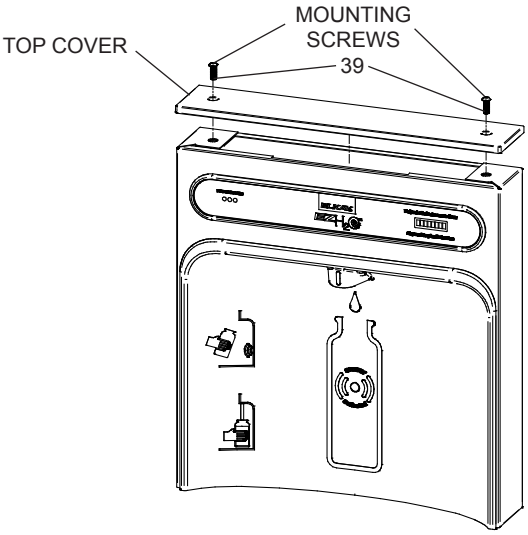
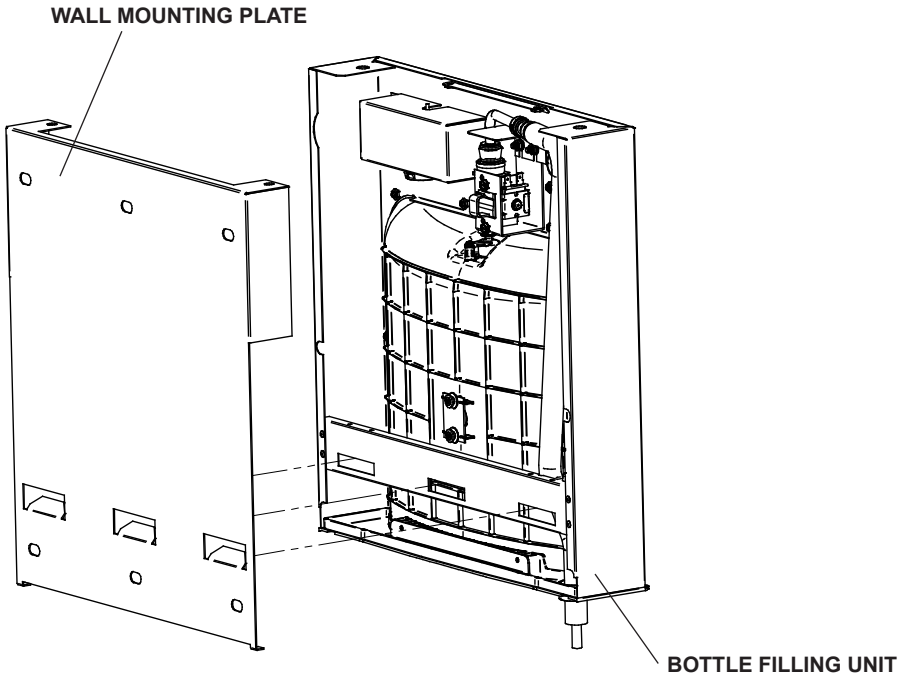

Fig. 7
Fig. 12
8) **With the power cord and waterline through hole** on top of water cooler place Bottle Filler on the three (3) angled tabs protruding from the wall mounting plate installed on wall. Make sure round boss in gasket fits in hole of basin. (See Fig. 12).
9) **Once Bottle Filler is installed on wall plate tabs,** water line and power cord are installed properly, push top of Bottle Filler toward wall and line up top cover two (2) holes.
10) **Reinstall Top Cover on Bottle Filler** (See Fig. 7) with two mounting screws from step 1 above. Caution, do not over tighten screws.